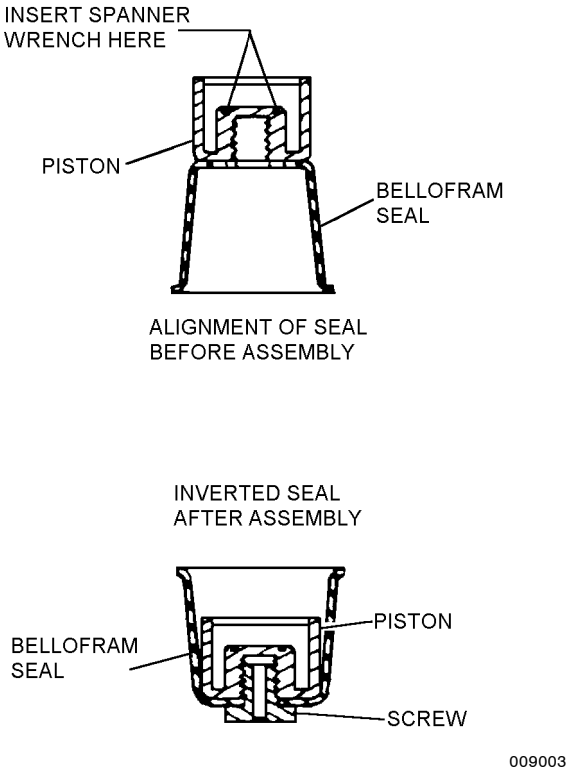

Figure 9-3. Bellofram Seal Installation
3. Re-install components (43 thru 47A) into submanifold (8 or 49) in the following sequence: Place spring guide (47A, F103D000-15 only), spring (47), valve (46) and pin (43) into submanifold. Place O-ring (45) onto seat (44) and carefully guide seat (44) onto pin (43). Using valve seat wrench, carefully tighten seat (44) into submanifold (8 or 49).
4. Align bellofram seal (32) with piston (31) as shown in figure 9-3. Moisten seal with Krytox 240 or equivalent. Holding piston (31) with spanner wrench, thread screw (33) into piston. Using care not to damage bellofram seal (32), tighten screw to approximately 5 in-lb. torque with a 5/8-inch open end wrench.
5. Invert bellofram seal (32) over piston (31) as shown in figure 9-3. Set piston and seal assembly aside.